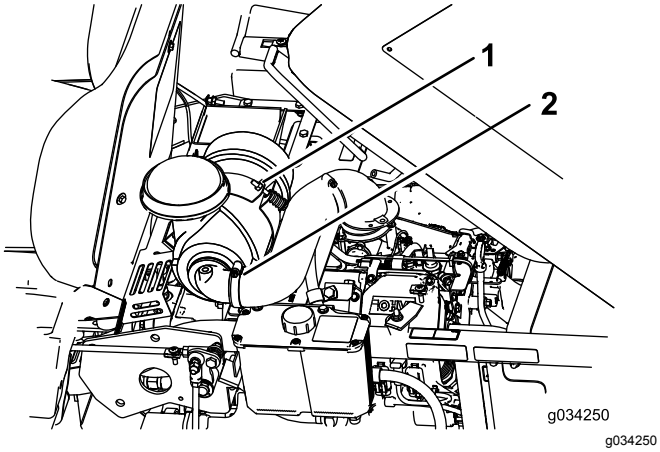

Figuur 31
4. Maak de bevestigingsbout van het luchtfilter los (Figuur 31).
5. Maak de slangklem los en verwijder het luchtfilter (Figuur 31).